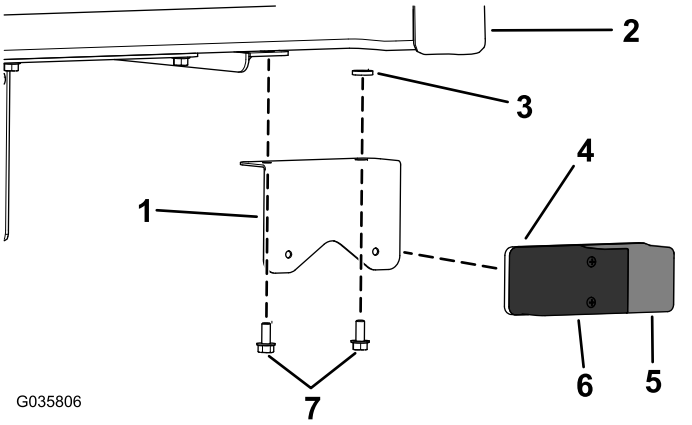

Figuur 1
2. Monteer het achterste remlicht/de achterste richtingaanwijzer aan de onderkant van de laadbakbeveiliging. Maak hierbij gebruik van de beugel, 2 zeskantschroeven (5/16" x ¾") en 2 afstandsstukken (5/16") zoals getoond in Figuur 1.
Opmerking: Zorg dat de rode lens (remlicht) aan de binnenkant zit en de oranje lens (richtingaanwijzer) aan de buitenkant (Figuur 1).